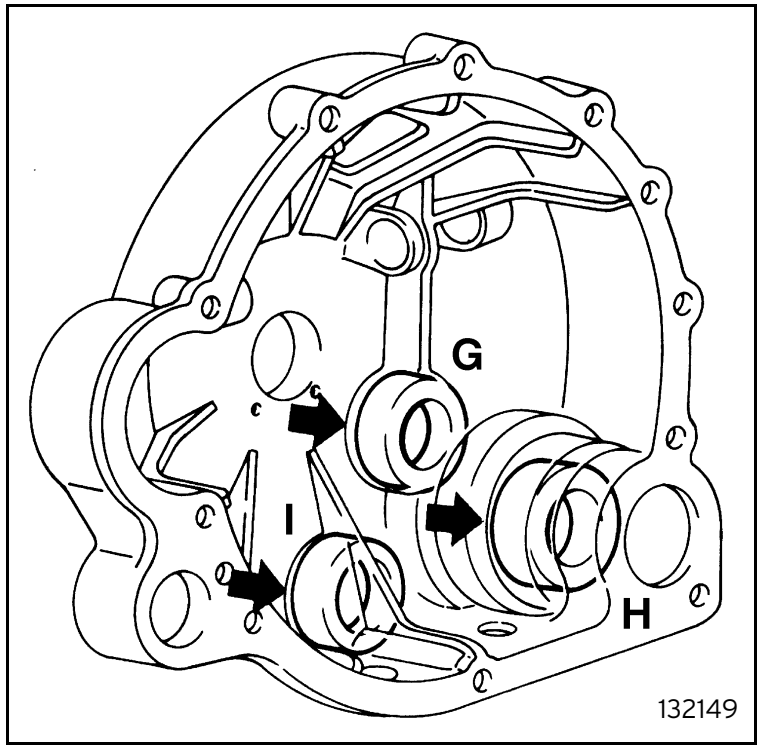

Fig. 50
- fit the clutch cover bearings: countershaft (G), final transmission shaft (H), front propeller shaft (I) (figure 50);